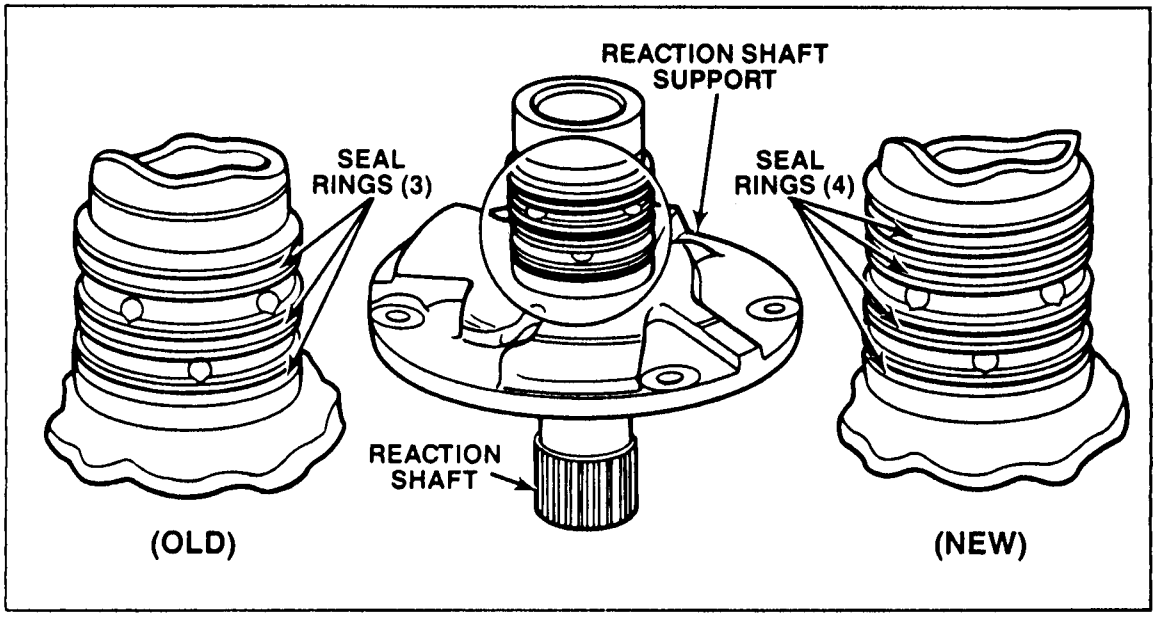

Figure 1
CHANGE: Beginning in April, 1989 a new Reaction Shaft Support (Stator) was introduced, with the addition of another ring groove and sealing ring. The old support has 3 sealing rings, and the new support has 4 sealing rings (See Figure 1).
(1) REACTION SHAFT SUPPORT - The new support is longer, and has 4 sealing rings, where the old support only has three (See Figure 1).